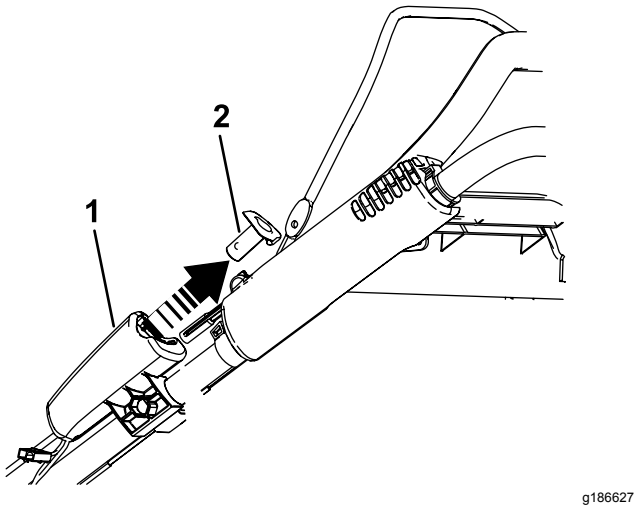

Figur 29
1. Fjern den elektriske startknap som vist i Figur 29 (kun model med elektrisk starter).